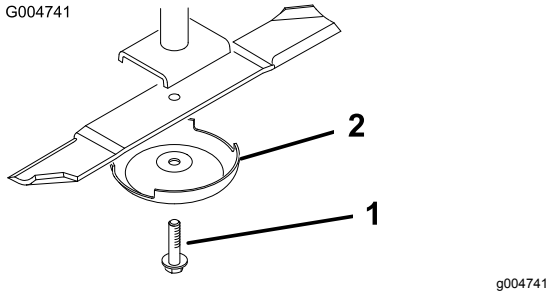

Figuur 112
3. Verwijder de mesbout, de antiscalpeercup en het mes van de as (Figuur 112).